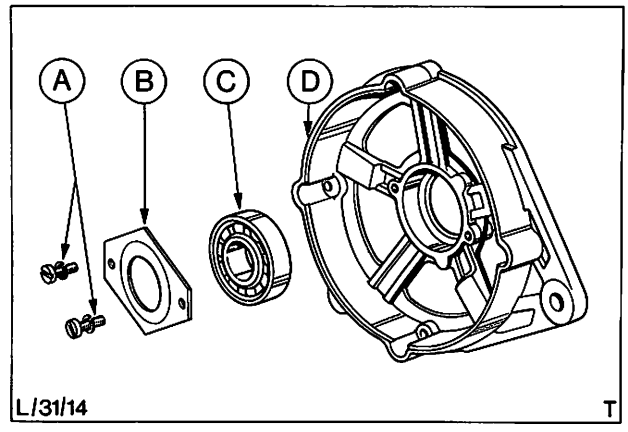

Abb. 29 Antriebsseitiges Lager einbauen
17. Antriebsseitiges Lager, C in Abb. 29, in das Antriebslagerschild „D" einsetzen und mit der Halteplatte „B" befestigen. Lager und Halteplatte wie in Abb. 29 gezeigt anbringen.